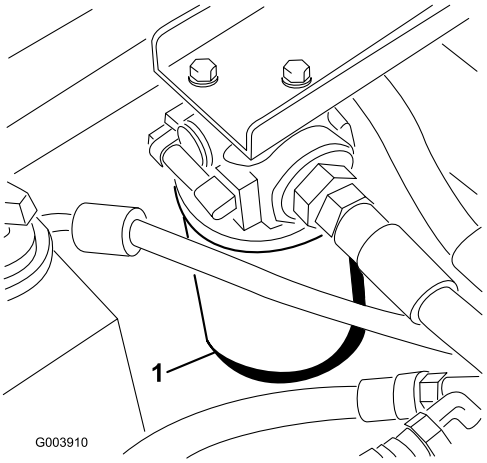

Figur 72
2. Rengör området där filtret ska monteras (Figur 72) och sätt ett avtappningskärl under filtret.